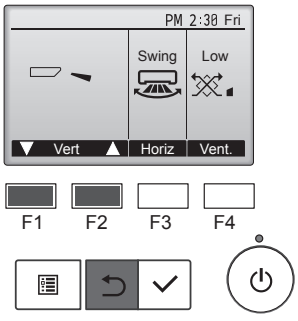

Fig. 7-4
② Trykk på [VELG] for å vise betjeningsskjermen for spjeldene, og trykk deretter på knappene [F1] og [F2] for å kontrollere auto-spjeldene. (Fig. 7-4)